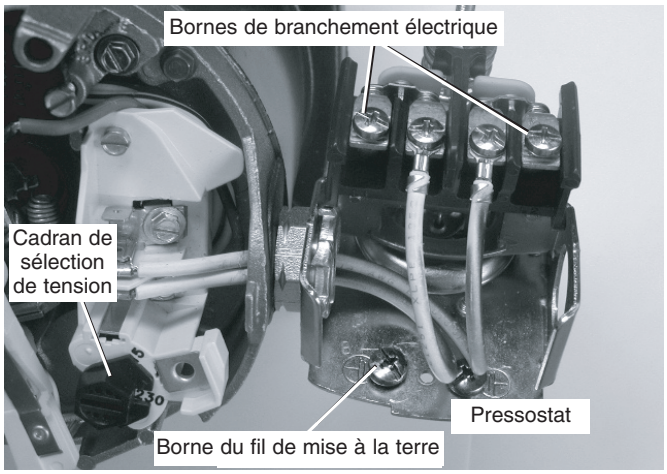

Figure 14 : Tension réglée à 230 volts sur sélecteur à cadran
3. Fixer les fils d'arrivée de courant aux deux vis extérieures du manostat (figure 14).
4. Relier le fil de terre aux bornes de raccord de mise à la terre (figure 14).
1 ° Brancher tout d'abord le fil de mise à la terre, comme il est illustré à la Figure 14. Le fil de mise à la terre doit être un fil de cuivre massif d'un diamètre au moins aussi gros que le diamètre des fils de tension.
4 ° Brancher les fils de tension sur le manostat, comme il est illustré à la Figure 14.